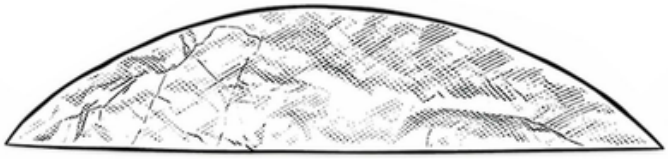

Fig 4
- Paper template (Figure 4)
1. Locate the paper template with the straight edge and the curved edge on opposite sides. **(Figure 4)**